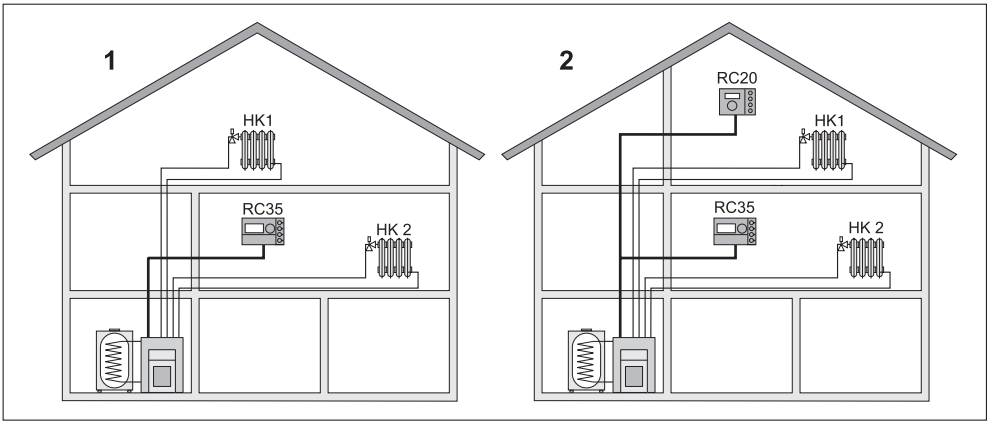

Bild 2 Möglichkeiten für eine Heizungsanlage mit zwei Heizkreisen
– Als alleinige Bedieneinheit in einer Heizungsanlage mit zwei oder mehr Heizkreisen (Bild 2, **1**).
– In Verbindung mit einer Fernbedienung (z. B. RC20/RC20RF, Bild 2, **2**). In diesem Fall handelt es sich immer um zwei getrennte Heizkreise. Fernbedienungen können bei Heizkesseln mit UBA1.x nicht eingesetzt werden.